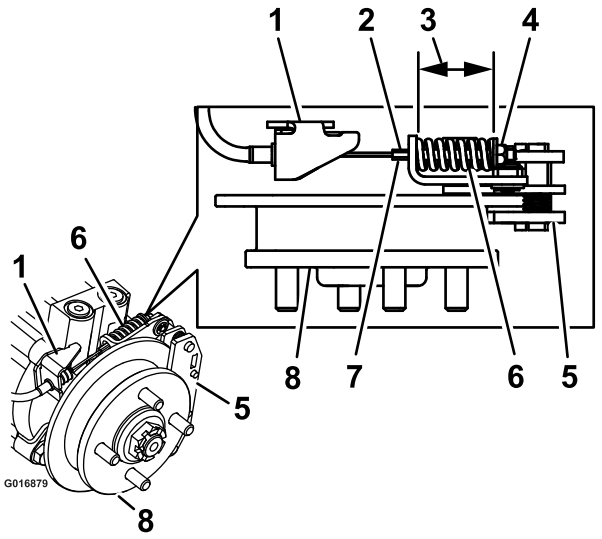

Figur 72
9. Håll den gängade stångänden med ett verktyg och justera låsmuttern tills fjäderns längd är 3,8–4,0 cm (Figur 72). Se till att vajern inte vrider sig när du lossar muttrarna.